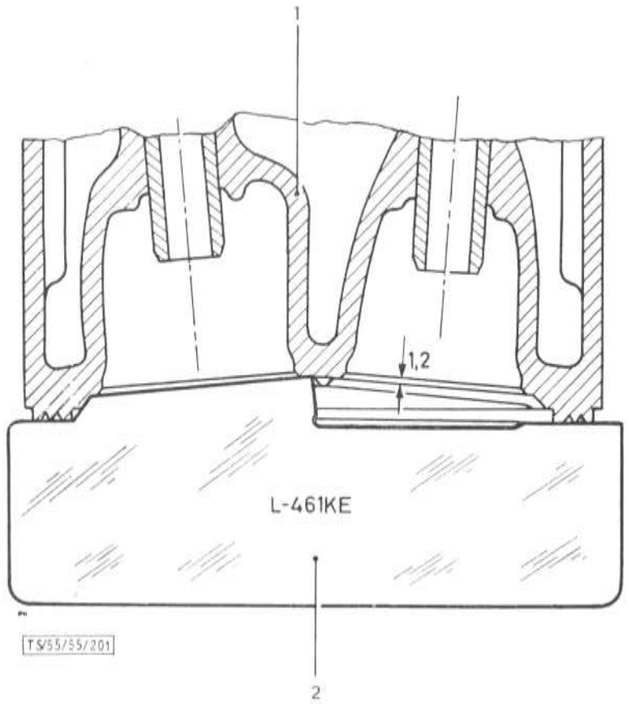

Bild 23: **Ventilsitztiefe mit Lehre messen**
6. Ventilsitztiefe mit Lehre messen (Bild 23). Die Lehren passen auf Zylinderköpfe im Originalzustand. Der weggefräste Teil zwischen Lehre und Ventilausfräsung oberhalb des Ventilsitzes wird mit Fühllehre festgestellt.